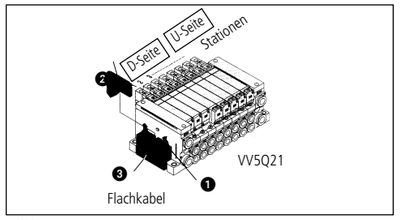

Abb. 7
Flachstecker anschliessen (Abb. 7)
1. Die beiden Klammern ❶ (Abb. 7) nach aussen legen ❸ (Abb. 7) und den Stecker ❷ (Abb. 7) in das Gehäuse ❸ (Abb. 7) setzen.
Darauf achten, dass der Stecker exakt auf den Anschlussstiften im Gehäuse sitzt. Die beiden Klammern ❶ (Abb. 7) einwärts über den Stecker ❷ (Abb. 7) schieben.